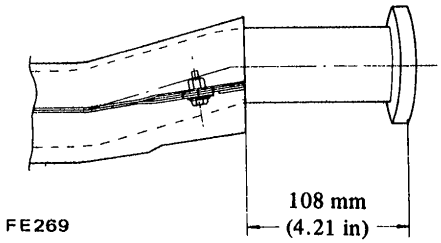

Fig. FE-16 Mounting position of exhaust front tube heat shield plate
- Install upper and lower heat shield plates ⑥ and ⑦ on their brackets, and tighten securely with bolts. Make sure that distance between rear face of exhaust front tube and rear end of heat shield plate is 108 mm (4.25 in). If necessary, adjust until correct distance is obtained. Refer to Figure FE-16.